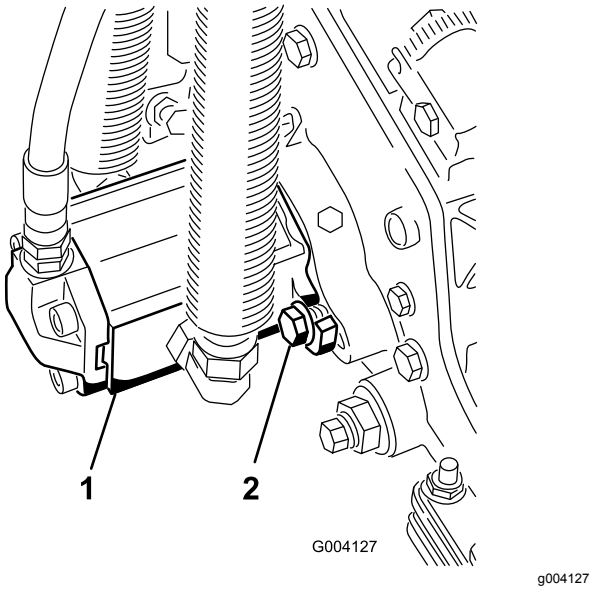

**Figur 13**
16. Monter motoren ved at dreje den med uret, således at motorflangerne går fri af boltene (Figur 13).